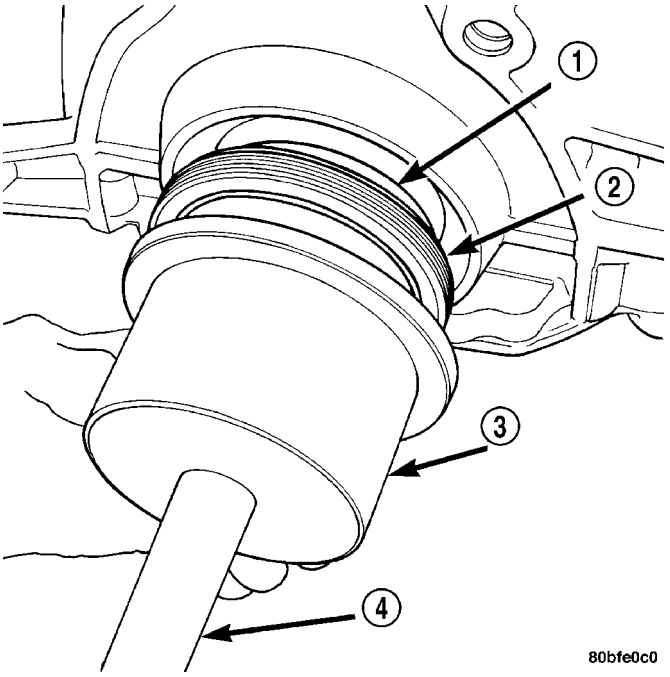
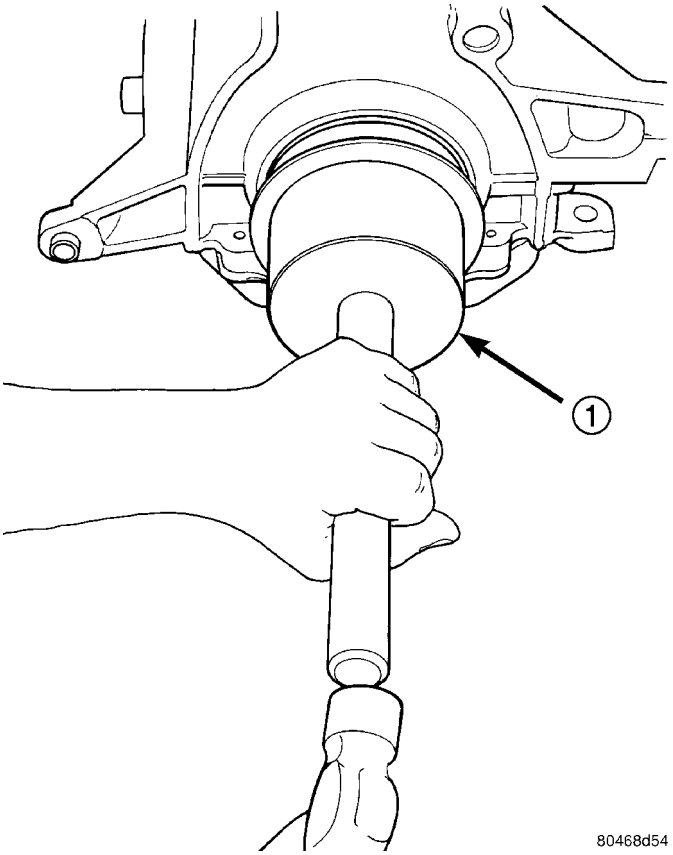

Fig. 58 Crankshaft Seal and Special Tools 6926-2 & C-4171
Fig. 59 Rear Crankshaft Seal - Installation
(3) Drive the seal into the block using Special Tool 6926-2 and handle C-4171 (Fig. 58) until the tool bottoms out against the block (Fig. 59).
(4) Install flex plate. Apply Mopar® Lock & Seal Adhesive to bolt threads and tighten bolts to 95 N·m (70 ft. lbs.).
(5) Install transaxle. Refer to TRANSMISSION/TRANSAXLE - INSTALLATION for procedure.